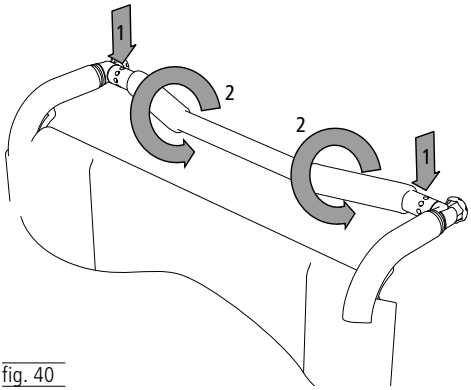

fig. 40
1. Pour ce faire, desserrer les deux vis à six pans creux (gauche/droite) (1, fig. 40) et les dévisser complètement.
2. Placer ensuite la barre de poussée dans une position confortable (2, fig. 40). Resserrer ensuite les vis.